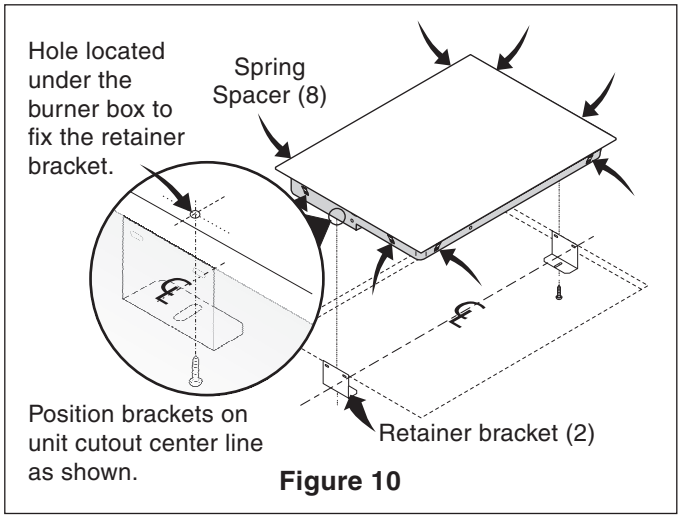

Figure 10
WARNING Do not remove the spring spacers on the edges of the cooktop. These spacers center the cooktop in the space provided. The cooktop must be centered to prevent excess heat buildup that may result in heat damage or fire (see Figure 10).
4. Fix the cooktop to the bracket using the screws supplied (see Figure 10).